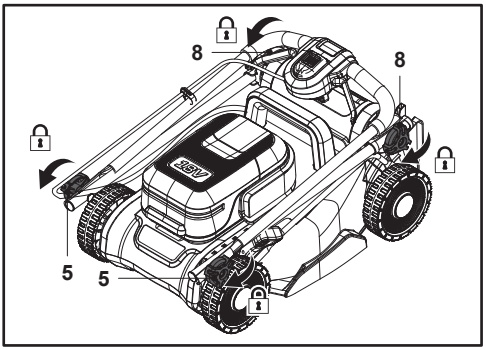

Fig. 25
9. Pour gagner de la place, il est également possible de replier le guidon supérieur, de fixer les raccords en tournant les quatre boutons de serrage (5, 8) afin d'éviter toute dispersion avant le rangement à la verticale (Fig. 25).